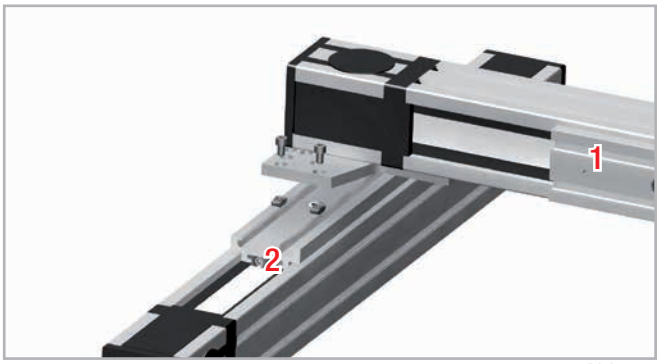

Abb. 91
4. Um die Platte an Einheit der 2 zu befestigen, führen Sie die Schrauben von der Längsseite der Einheit 1 ein (s. Abb. 91).